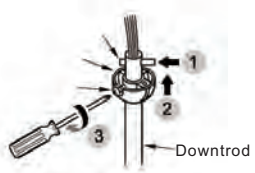

Fig.13
Paso 7: Vuelva a colocar la bola colgante en l avarilla descendente con el pin suministrado (Fig. 13).
Paso 2. Deslice la cubierta hacia el soporte para colgar y colocar el ojo de la cerradura en la copa sobre el tornillo en el soporte colgante, de vuelta a la cubierta hasta que encaje en su lugar en la parte más estrecha de los agujeros. (Fig.13)